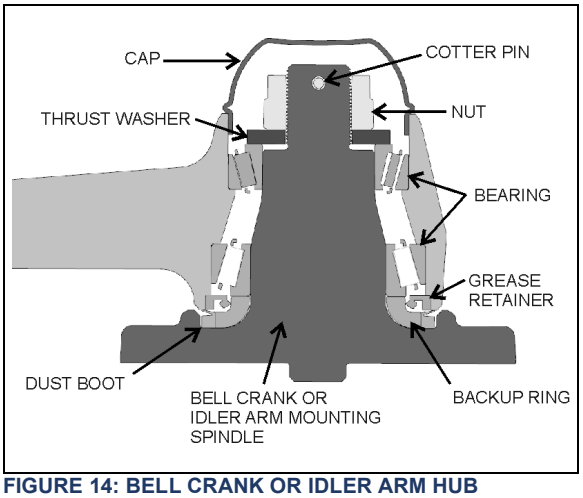

**FIGURE 14: BELL CRANK OR IDLER ARM HUB**
2. Remove the cap (Figure 14).
3. Remove the cotter pin, nut and thrust washer. Remove bearings, grease retainer, backup ring and the bell crank or idler arm from its mounting spindle (Figure 14).
*Install grease retainer according to Figure 14. Grease must be able to exit the bell crank or idler arm mechanism. For grease retainer installation use tool Prevost # 110683.*